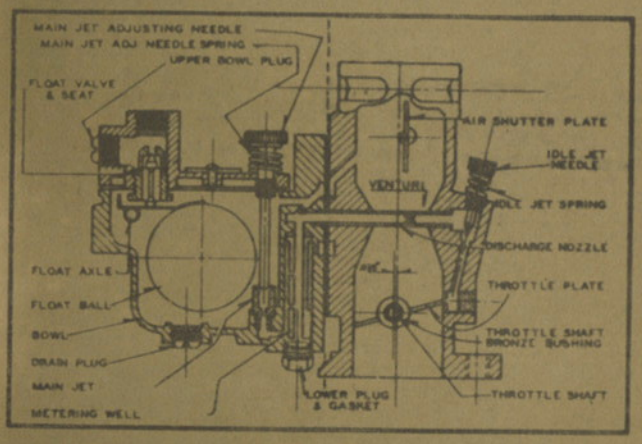

Figure 5. Cross Section of Zenith TU3YI Carburettor used on some OTC-5BH Units.
16. The Onan American OTC-5BH will be equipped with either a Zenith TU3YI or a Marvel-Schebler V.D. downdraft type carburettor. Both types have two adjustments, a Main Jet adjustment and an Idle Mixture adjustment. See Figures 5 or 6.
18. If the engine runs unevenly under half or full load, the main jet adjustment should be changed. See Fig. 5 and 6. Make this adjustment while the plant is operating under full or nearly full load by turning the knob to the left at least one full turn to enrich the mixture. Then turn it slowly to the right until the plant begins to lose speed and power. At this point, turn it slowly to the left again until the engine regains maximum speed and power. The main jet will then be correctly adjusted. Usually from $1\frac{1}{2}$ to 2 turns open on the Marvel-Schebler, and from 2 to 4 turns open on the Zenith Carburettor will be the correct setting for smooth and economical operation.
20. If the engine runs unevenly under light load, or no load, the Idle Jet Needle (See Fig. 5 and 6) should be turned to the right until it is closed. Then turn it slowly to the left or open it to the spot at which the engine runs smoothest. Usually from $\frac{1}{2}$ to $2\frac{1}{2}$ turns open is the correct setting for smooth and economical operation for both types of carburettors.